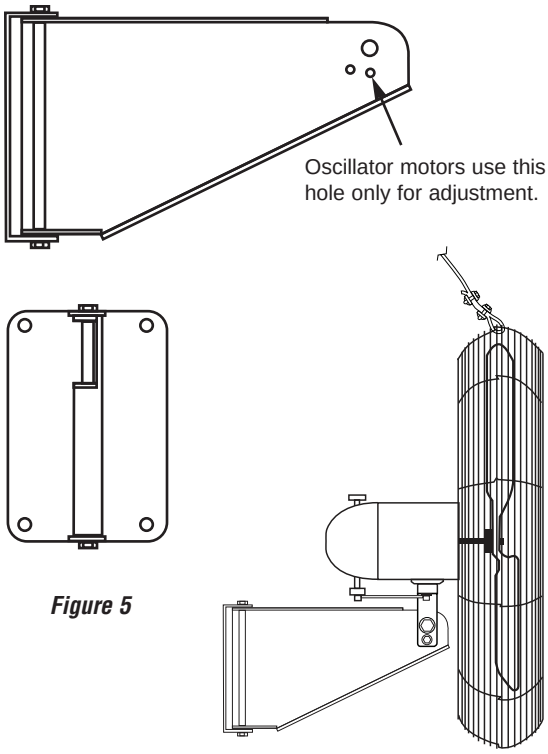

***Figure 5***
1. Securely mount the wall bracket directly to a cinder block wall or vertical I-beam. Drill four 25/64" diameter holes in the proper locations on the mounting surface, using the wall bracket as a template. 3/8-16 hex bolts are recommended for use in mounting the bracket to the mounting surface. The bolts should be of sufficient length for the particular surface to which the bracket is to be mounted. Also, if mounting to a cinder block wall, large surface bearing washers are recommended on the opposite side of the block to ensure the nut has sufficient surface to be tightened. For installation on wood construction (minimum 2" x 4" stud), secure bracket with heavy duty lag bolts or screws (not included). For concrete or masonry installation use heavy duty expansion shields and lag screws (not included). See Figure 5
3. When mounting oscillating motor and fan assemblies, use only the 1/4" adjustment hole directly below the 1/2" mounting hole on wall mount bracket. See Figure 5.
Loop secondary support cable around top of fan guard as indicated. Secure cable making sure both front and back guards are inside loop but cable is not allowed to touch fan blade (See Figure 5). Secure ends with two cable clamps, loop other end of cable around any permanent sturdy structural member close to fan (rafter, I-beam, joist, etc.) and secure ends with two cable clamps. Give enough slack such that fan will be able to make its full sweep without the support cable restraining its sweeping action.